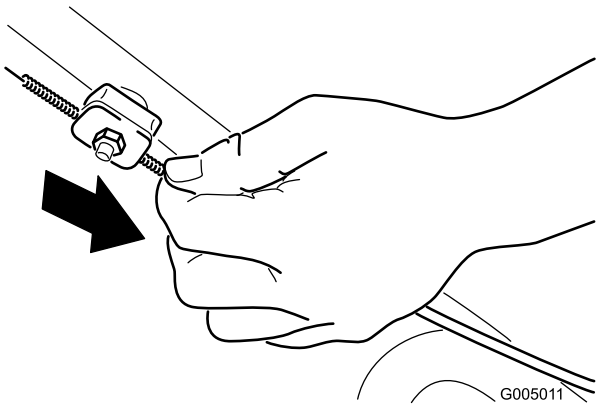

Figur 24
2. Dra nedåt (mot maskinen) tills kabeln är sträckt (Figur 24).